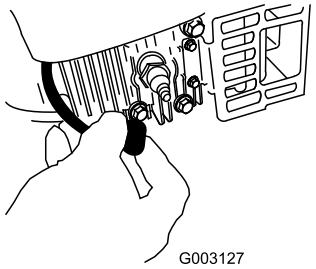

Figura 31
2. Staccate il cappellotto dalla candela (Figura 31) prima di eseguire interventi di manutenzione.